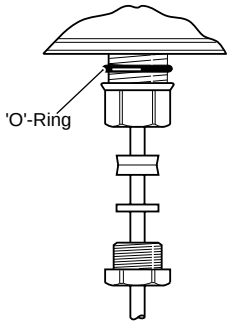

Fig. 5.5 Cable Gland (Supplied as Standard)
5.3.1 Cable Glands (IEC – 20mm) – Fig. 5.5